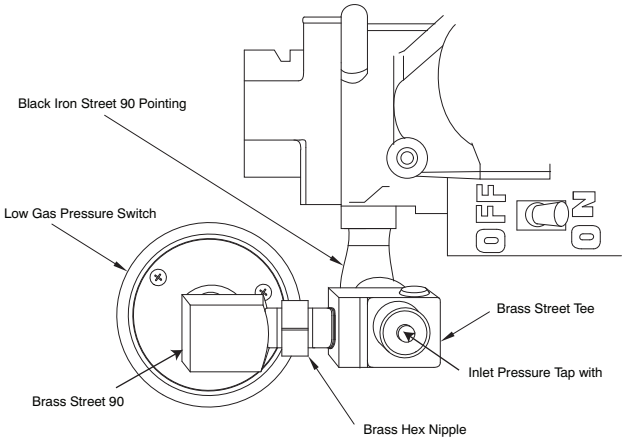

**Fig. 10 - LGPS for 14-3/16 (360 mm) Casing or When Vent Passes Between Inducer and Burner Assembly**
If the vent pipe passes between the inducer and burner assembly, or the furnace is a 14 3/16-in. (360 mm) wide casing, the switch may have been installed as follows. (See Fig 10.)
1. Remove low gas pressure switch, brass street 90° elbow, brass Hex nipple, brass tee and black iron street 90° elbow from the gas valve inlet pressure tap. (See Fig 10.)